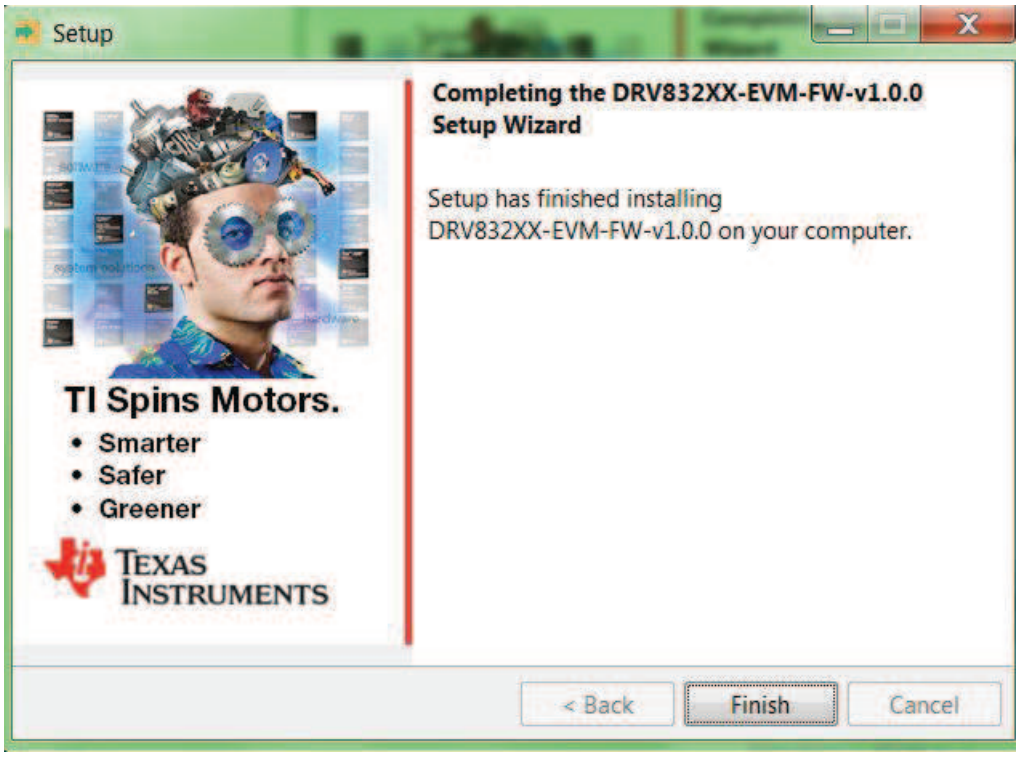

Figure 21. Firmware Setup Complete
Step 10. Click the *Finish* button when the files are successfully installed in the destination folder (see Figure 21).